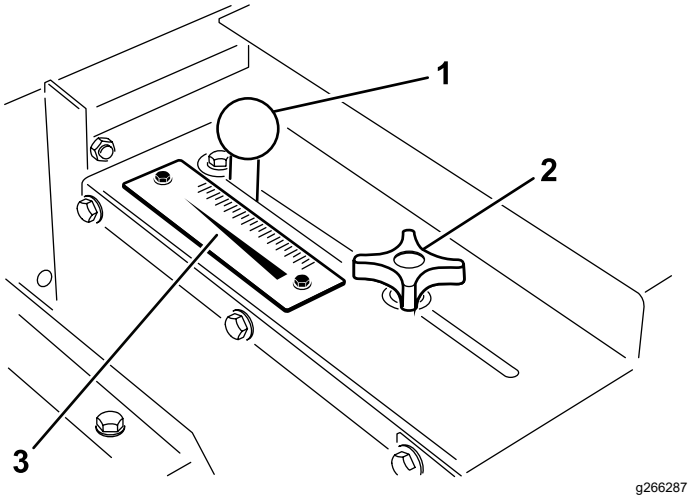

**Figur 20**
1. Løsne låseknotten (Figur 20) nok til at den kan gli fritt i sporet.
2. Sett lemknotten (Figur 20) i ønsket stilling og stram til låseknotten for å feste justeringen.
Bruk hastighetsskalaen (Figur 20) til å fastsette ønsket strømningshastighet. Se Hastighet for sandapplikasjon (side 18).